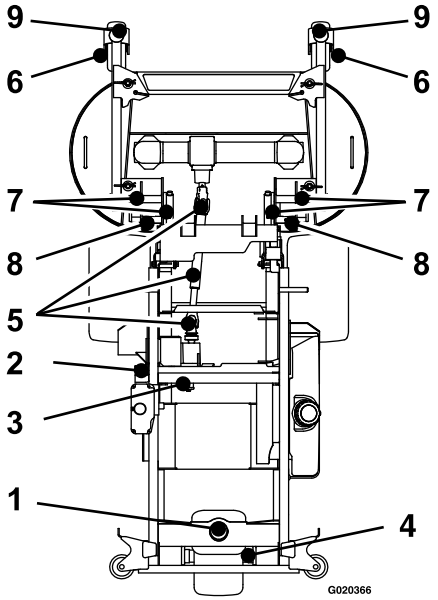

Figuur 29
5. Smeer de spanner van de aandrijfriem van de pomp (Figuur 29).